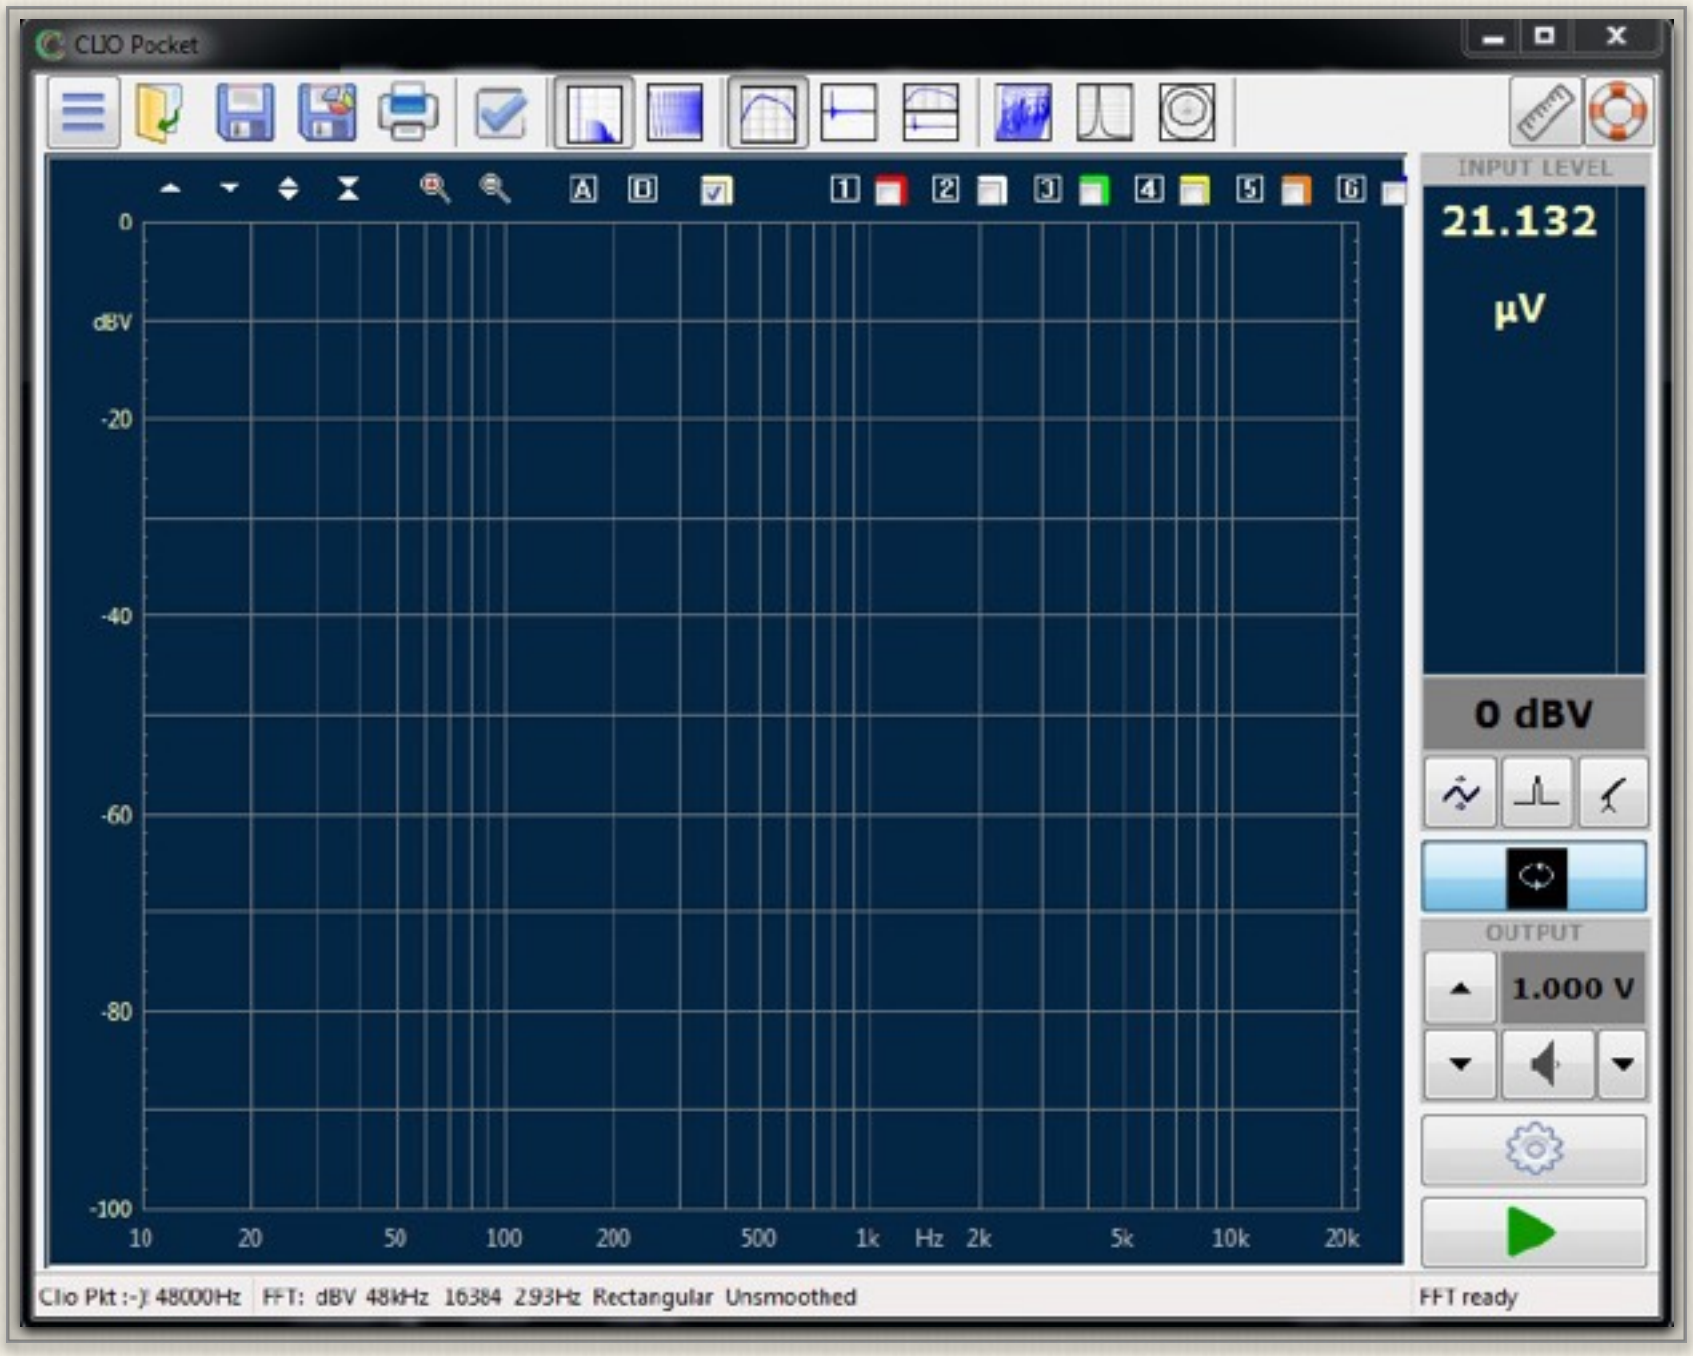

図2-1「CLIO Pocketのデスクトップ画面」
① スタートメニュー-> プログラム -> CLIO Pocket　をクリック
② CP-1のフロントの青色LEDが点灯
③ CLIO Pocketの（図2-1）のデスクトップ画面が表示されます。